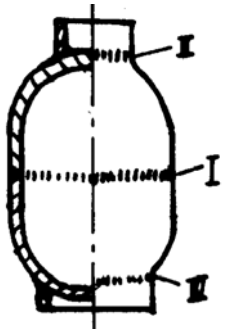

图 2–1 液化石油气罐的焊接
10、图 2–1 为液化石油气罐，罐体材料为 16MnR，上下圈为 Q195，生产数量 500 件。试为焊缝Ⅰ、Ⅱ和Ⅲ选择合理的焊接方法和焊接接头形式：